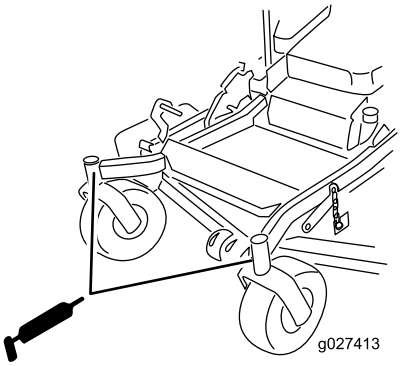

Figure 42
10. Remettez le bouchon hexagonal et le capuchon antipoussière en place (Figure 42).